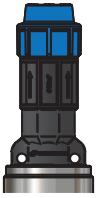

Рисунок 8
2. Установите обратный клапан на выходной штуцер насоса (рисунок 8). Обратный клапан (поставляется в комплекте) поддерживает давление в трубопроводе, препятствуя сливу воды в источник. Обратный клапан оснащен уплотнительным кольцом и не требует применения дополнительных уплотнительных материалов при установке.